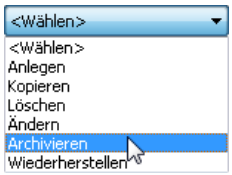

Bild 26.27 – Archivieren eines Logos
- Aktivieren Sie das Logo, das Sie archivieren möchten, und wählen Sie im Listenmenü *Archivieren* (Abb. 26.27).